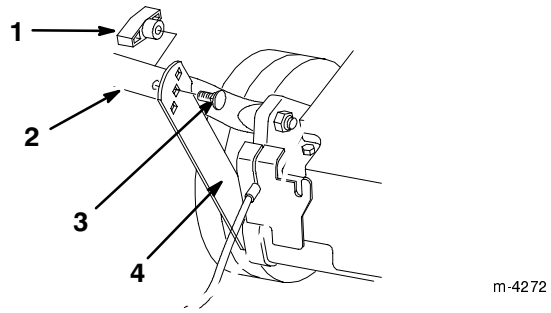

Bild 2
1. Entfernen Sie die vier Griffschrauben und Feststellschrauben aus dem Griffunterteil (zwei Schrauben weisen Flachköpfe auf, während die anderen beiden Formköpfe haben, die in den Griff passen) (Bild 2).
2. Schwenken Sie das Griffunterteil nach hinten und die Stützbügel nach vorne, wobei Sie die Bügel mit den Löchern im Griff ausfluchten (Bild 2).
3. Befestigen Sie den Griff mit den beiden Flachkopfschrauben und den beiden Befestigungsmuttern an den Stützbügeln. Verwenden Sie dabei die Höheneinstelllöcher, die für Ihre Körpergröße am günstigsten sind (Bild 2).